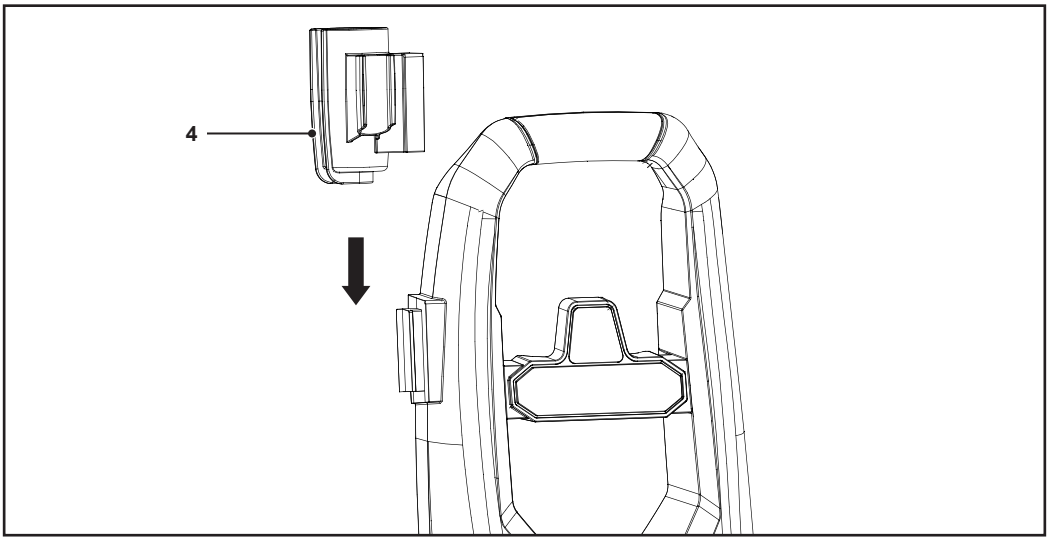

Fig. 2
2. Glisează suportul pentru pistolul cu declanșator și accesorii (4) în fanta de pe partea laterală a aparatului (fig. 2).